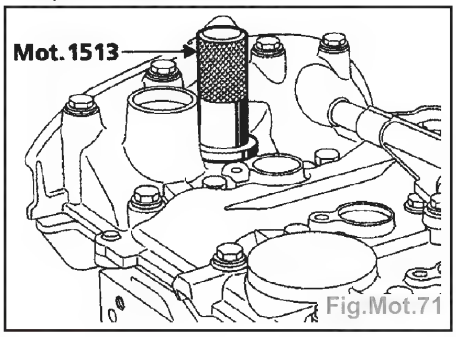

Fig.Mot.71
- Remplacer le joint d'électrovanne de déphaseur d'arbre à cames avec l'outil **Mot. 1513** (Fig.Mot.71).